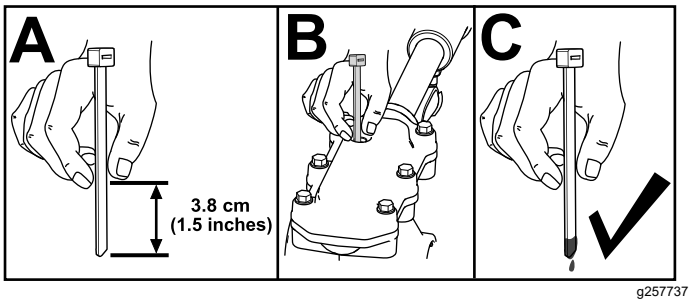

Rysunek 31
3. Sprawdź poziom oleju przy pomocy odpowiedniego przyrządu pomiarowego, np. czystej opaski kablowej. Poziom oleju powinien znajdować się około 3,8 cm poniżej wlewu (Rysunek 31).